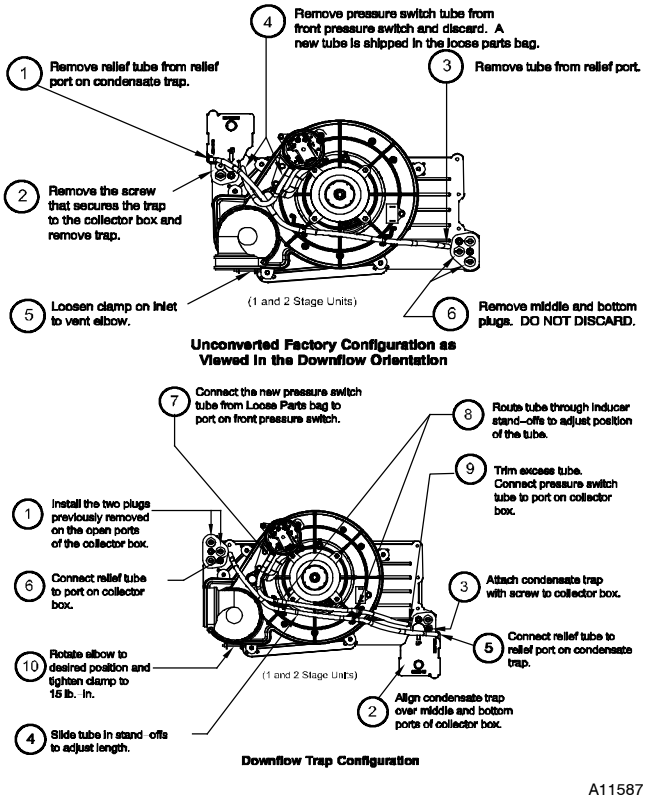

Fig. 10 - Downflow Trap Configuration (Appearance may vary)
When the furnace is installed in the downflow position, the condensate trap will be initially located at the upper left corner of the collector box, as received from the factory. See the top image in Fig. 10. When the furnace is installed in the downflow orientation, the condensate trap must be relocated for proper condensate drainage. See the bottom image in Fig. 10.
- Fig. 10 shows the condensate trap and tubing before and after relocation. Refer to Fig. 10 to begin the trap conversion.